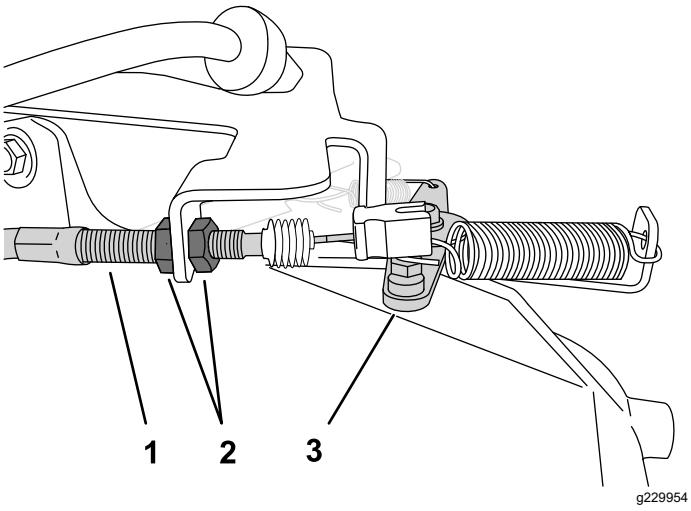

Bild 44
2. Lösen Sie die vordere Klemmmutter am Bowdenzuggehäuse und ziehen Sie die hintere Klemmmutter an, um den niedrigen Leerlauf zu erhöhen (Bild 44).